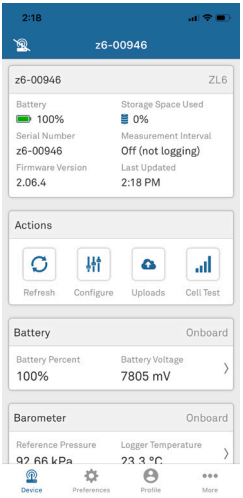

Figure 12 Select Test to begin Communication Test
1. Select the `Cell Test` button on the Actions panel (Figure 12).